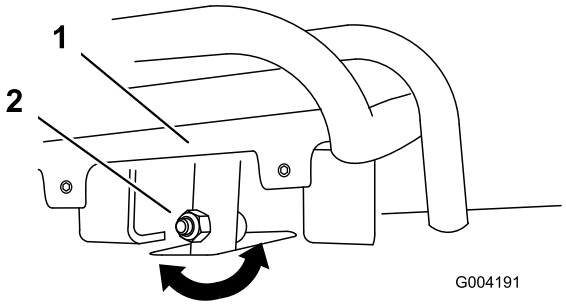
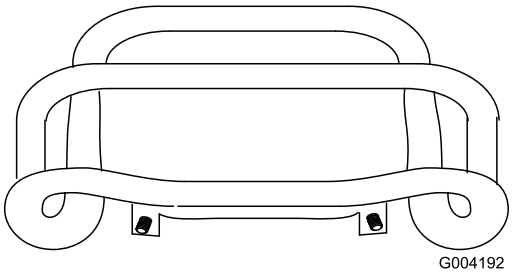

Rysunek 54
Rysunek 55
4. Jeżeli przód dźwigni sterowania zespołem jezdnym nie jest ustawiony prostopadle i w jednej płaszczyźnie z drążkiem wzorcowym, poluzuj nakrętkę i śrubę kołnierzową na trzonie dźwigni sterowania zespołem jezdnym (Rysunek 54).
5. Wyreguluj dźwignię sterowania zespołem jezdnym, aby była ustawiona w tej samej płaszczyźnie z drążkiem wzorcowym, w momencie gdy zostanie przesunięta prosto do tyłu (Rysunek 54 i Rysunek 55).
C. Poluzuj nakrętkę i śrubę kołnierzową na trzonie dźwigni sterowania zespołem jezdnym (Rysunek 54).
I. Wyreguluj dźwignię sterowania zespołem jezdnym, aby była ustawiona w tej samej płaszczyźnie z drążkiem wzorcowym, w momencie gdy zostanie przesunięta prosto do tyłu (Rysunek 54 i Rysunek 55).